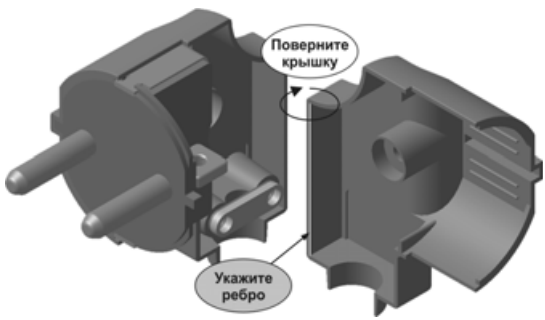

Рис. 7.49
- Добавьте в сборку деталь **Крышка правая** и расположите ее, как показано на рис. 7.49.